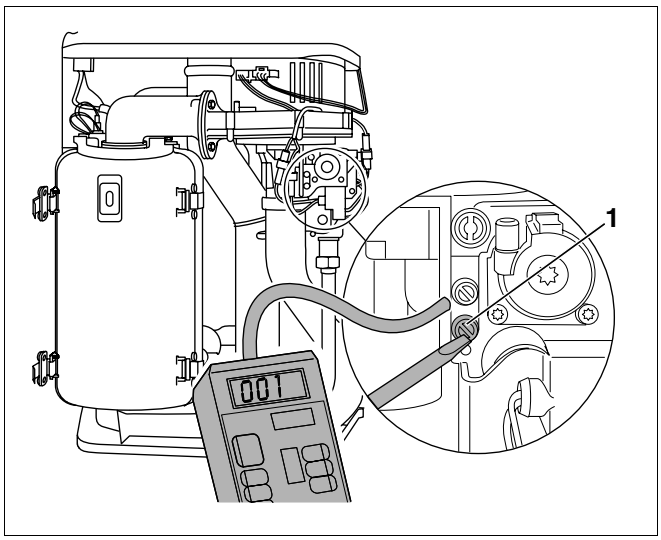

Rys. 43 Podłączenie urządzenia pomiarowego ciśnienia do złączki kontrolnej
- Podłączyć urządzenie pomiarowe ciśnienia do złączki kontrolnej na wejściu armatury gazowej (rys. 43, **poz. 1**).